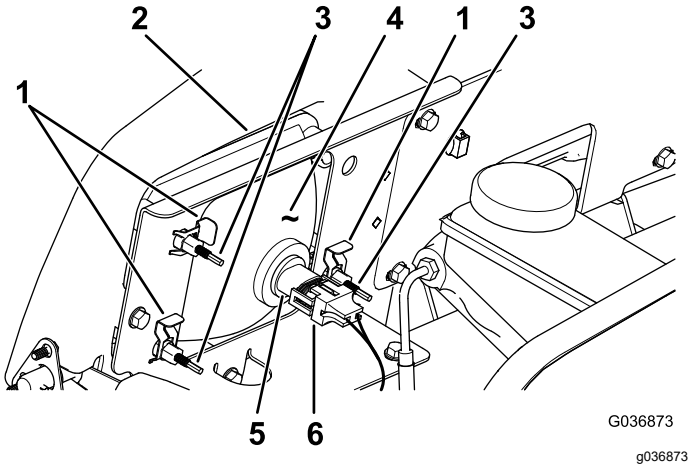

Figura 53
3. Desconecte el conector eléctrico del arnés de cables del conector del conjunto de la lámpara (Figura 53).
4. Retire los conectores rápidos que sujetan el faro al soporte del faro (Figura 53).
5. Retire el faro desplazándolo hacia adelante y pasándolo por el hueco del parachoques delantero (Figura 53).
6. Introduzca el faro nuevo a través del hueco del parachoques (Figura 53).
8. Conecte el conector eléctrico del arnés de cables al conector del conjunto de la lámpara (Figura 53).
2. En la parte trasera del faro, gire los tornillos de ajuste (Figura 53) para pivotar el conjunto y ajustar de la posición del haz de luz.